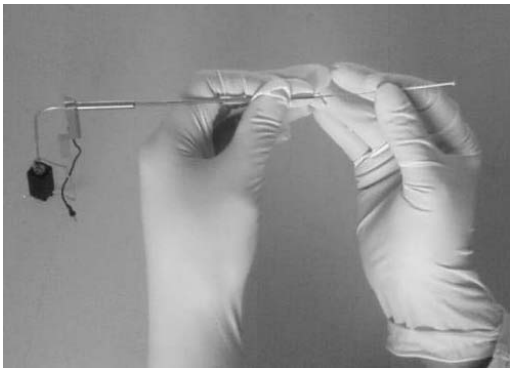

Figure10-4-8
e)After the operation of d), if no liquid comes out of the probe tip, the probe is severely clogged, which needs the penetration of an acupuncture needle through the probe tip as shown in Figure 10-4-8: